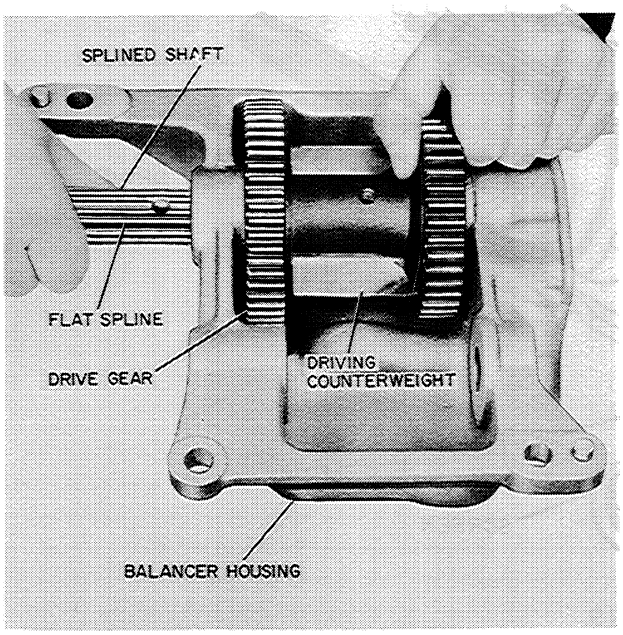

Figure MM-23
1. The splined shaft has a flat spline and must be aligned with the proper mating splinge in the drive gear and the driving counterweight, Figure MM-23. The splined shaft must be installed from the end opposite the oil pump.